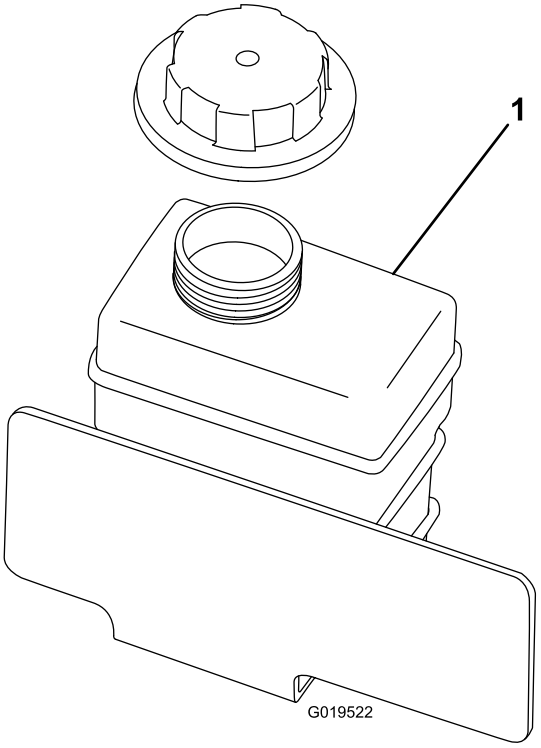

Figur 25
2. Kontroller kølervæskestanden i reservetanken (Figur 25).